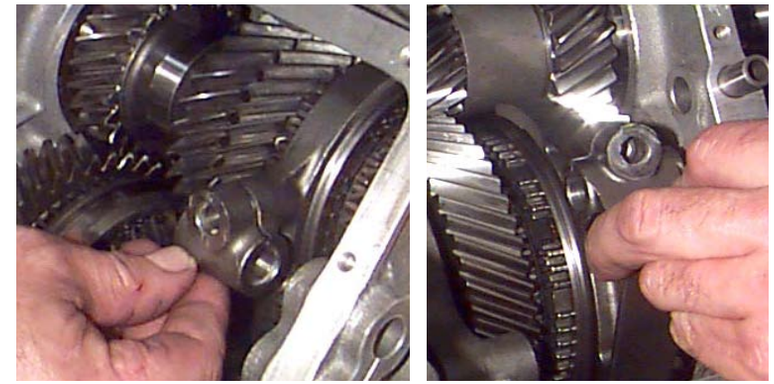

Fig.10
11. Remove the forks from their synchronizers (**Fig.10**).